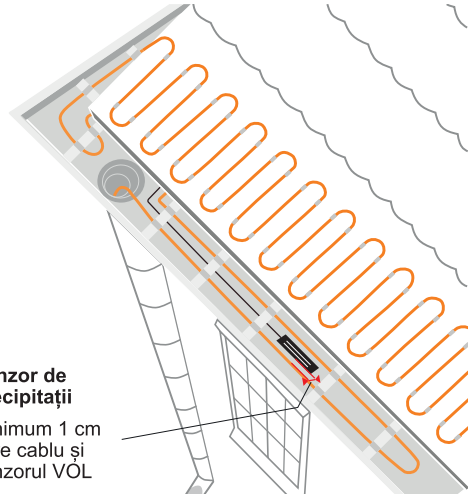

Figura 2. Amplasarea senzorului de precipitații și a cablului de încălzire în jgheab
- Senzorul de precipitații trebuie amplasat în secțiunea încălzită de cablu (vezi Figura 2).